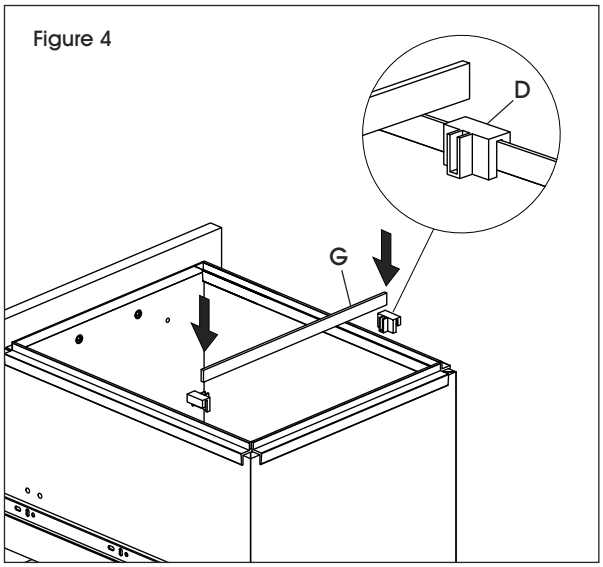

Figure 4
6. Attach file clips (D) to each side of the bottom drawer and insert metal bar (G). (See Figure 4)